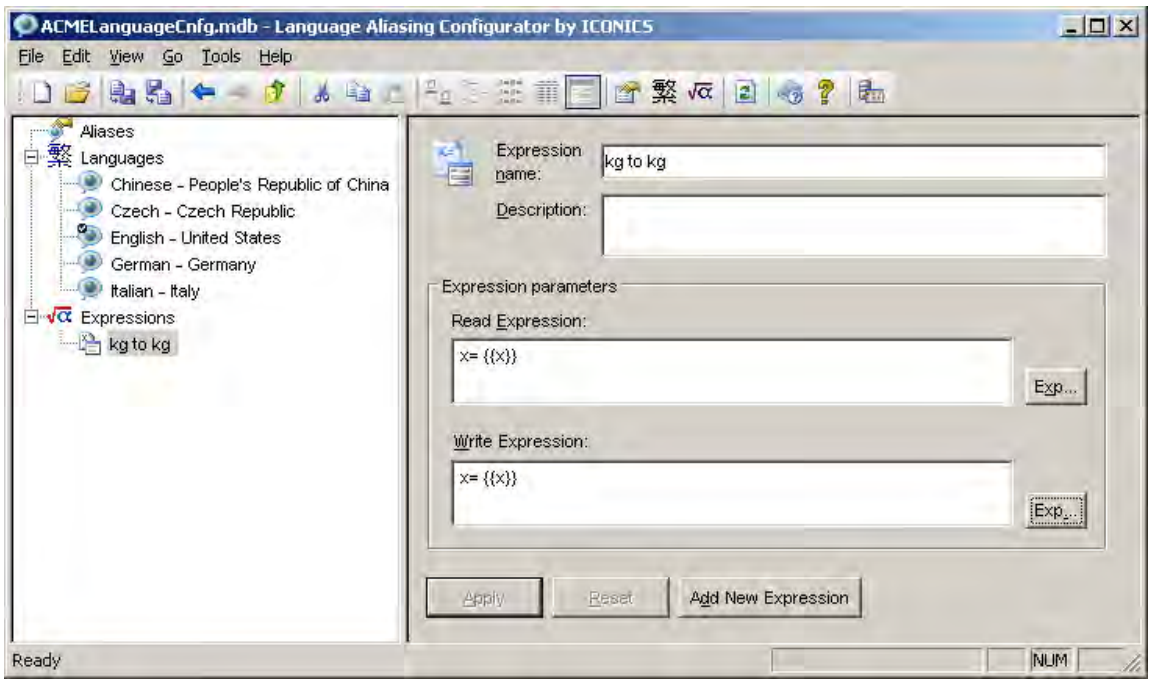

Figure L14.6 - kg to kg Expression
7. Your finished “kg to kg” expression should look similar to Figure L14.6. Since the units coming from the OPC servers are in kilograms we do not need to do any translation and our configuration of this expression does not allow for conversion.